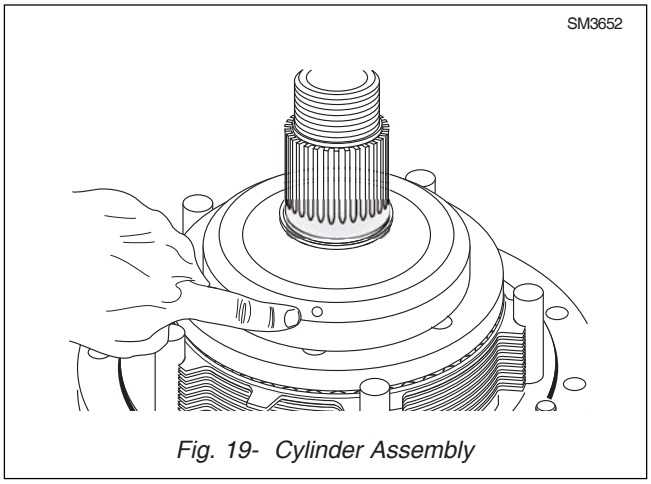

Fig. 19- Cylinder Assembly
15. Fit o-ring (34) to cylinder (27) then locate cylinder on brake assembly. Ensure the Ø5mm bore is on the top as this stage. Refer to Fig. 19.